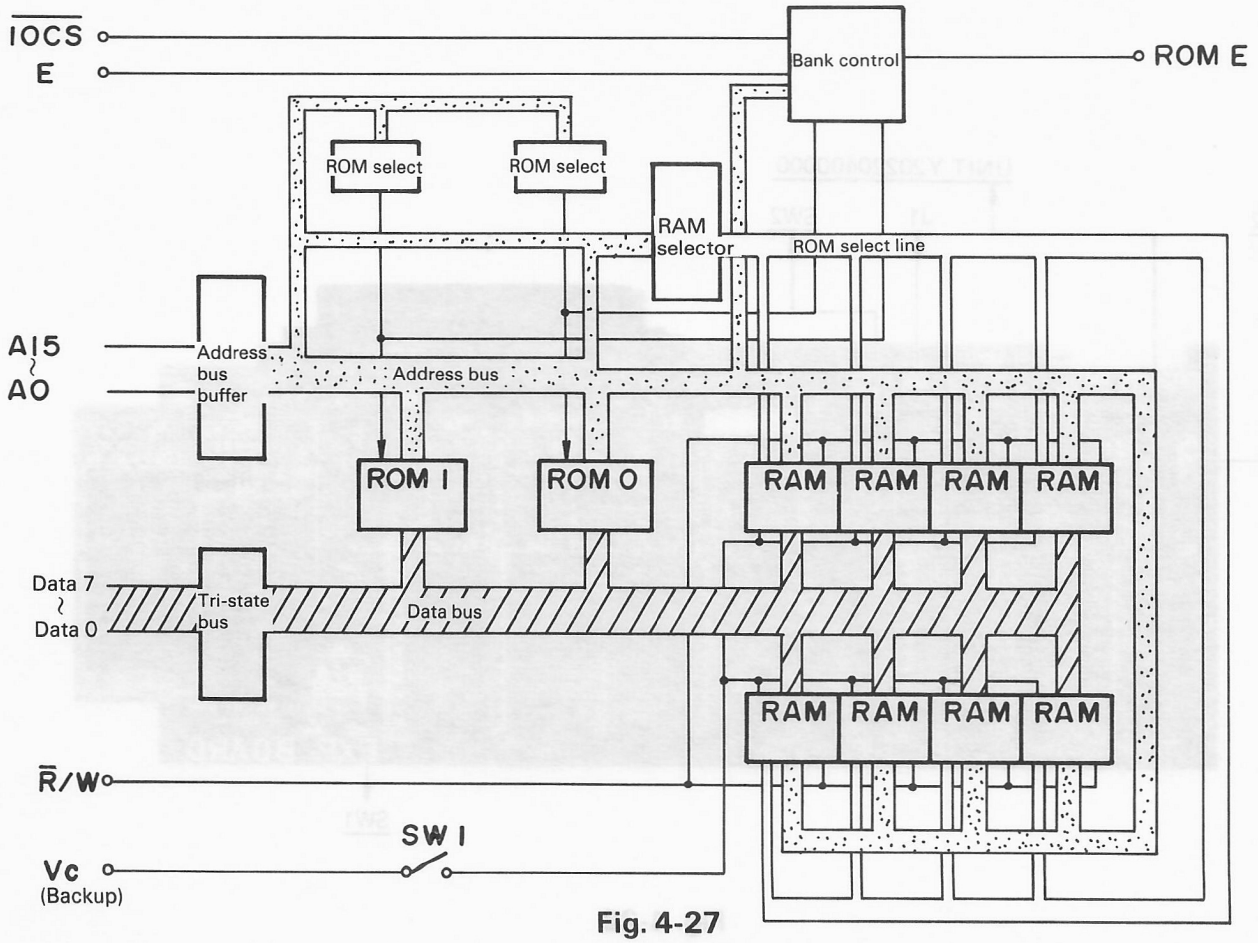

Fig. 4-27
(1) The expansion unit consists of ROM and RAM select circuits and a bank control (bank switching) circuit. Fig. 4-27 shwos a block diagram of the expansion unit.